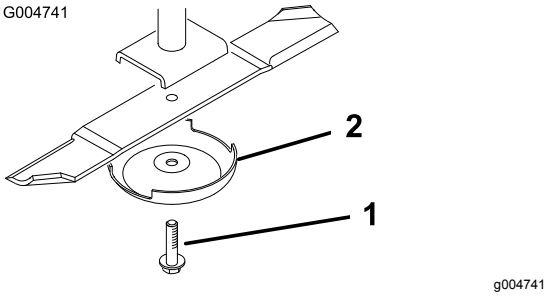

Figur 144
4. Hold enden av kniven med en fille eller en tykk hanske og fjern knivbolten, antiskalperingsvernet og kniven fra spindelakselen (Figur 144).